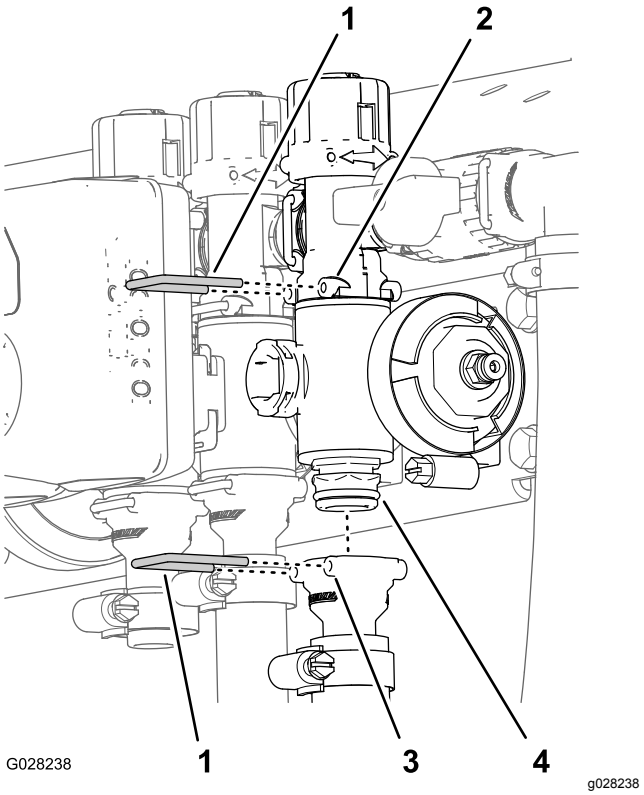

Figur 74
2. Fjern holderne som fester utgangsnippelen til seksjonsventilmanifoldet og ventilmanifoldet til omløpskoblingen (Figur 74).